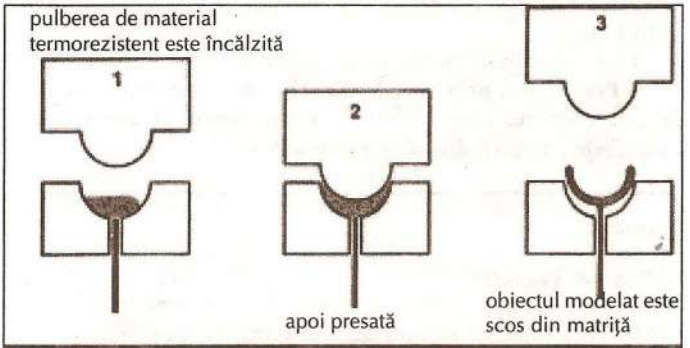

Fig. 14. Prelcurarea prin presare.
– **Matrița de presare pentru materialele termorezistente** (fig. 14) – cele mai multe materiale termorezistente se prelucrează prin compresie (presare).